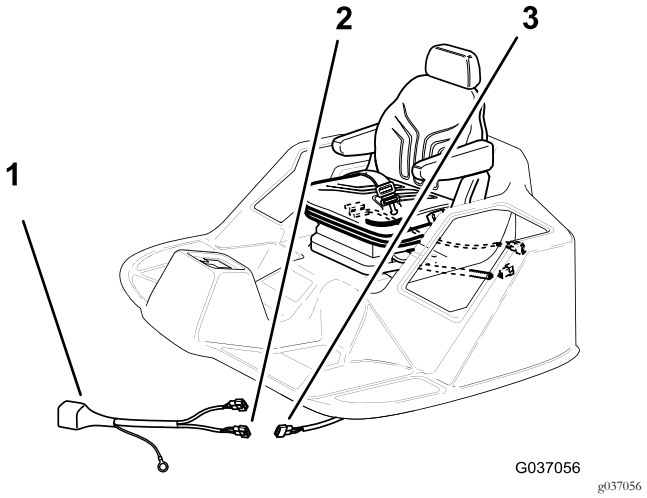

Figur 20
2. Anslut reläkablagets kontakt med två blad till maskinkablagets kontakt med två uttag (Figur 20) som du kopplade bort i steg 1 av 2 Ta bort sätet (sida 4).